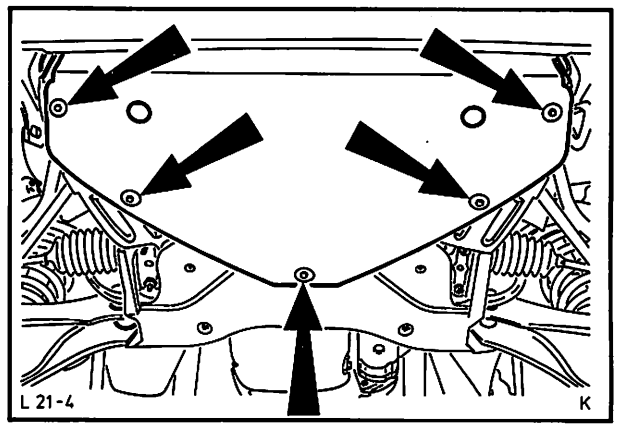

Abb. 11 Spritzschild – Motor
3.) Spritzschild unter dem Motor abbauen (5 Schrauben), Abb. 11. Kühlmittel in Auffangwanne ablassen, dazu unteren Kühlwasserschlauch vom Kühler, dann oberen Schlauch von Wasserpumpe lösen und abziehen.